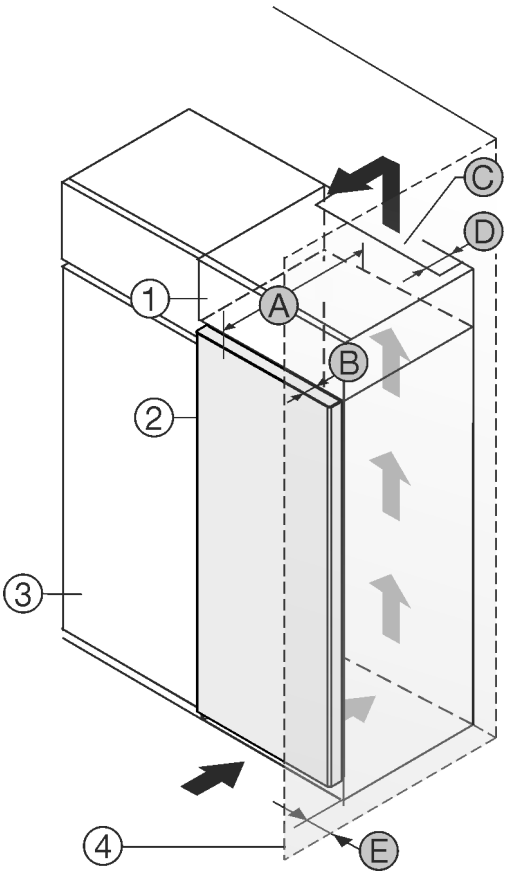

Fig. 1
Установите устройство непосредственно рядом с кухонным шкафом *Fig. 1 (3)*.
На задней стенке дополнительного шкафчика должен быть вентиляционный канал с глубиной *Fig. 1 (D)* по всей ширине этого шкафа.
Нужно соблюдать вентиляционное отверстие *Fig. 1 (C)* под нижней панелью.
Если устройство установлено на шарнирах у стены *Fig. 1 (4)*, то расстояние между устройством и стеной должно быть не менее 13 мм.
Если устройство установлено на шарнирах у стены *Fig. 1 (4)*, то расстояние между устройством и стеной должно быть не менее 20 мм.
Чтобы можно было полностью открыть двери, устройство должно выступать на глубину двери *Fig. 1 (B)* относительно передней стенки кухонного шкафа. В зависимости от глубины кухонных шкафов *Fig. 1 (3)* и использования пристенных распорок устройство может выступать и больше.